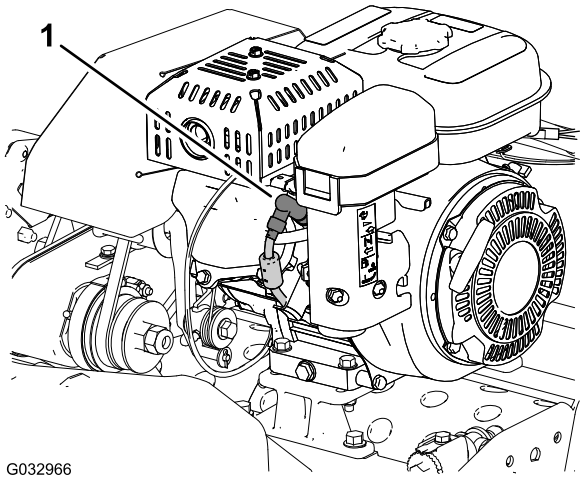

Figuur 1
5. Maak de bougiekabel los van de bougie (Figuur 1).